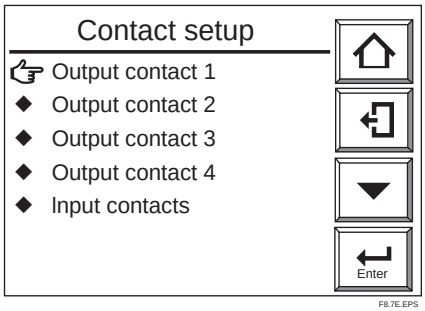

Figure 8.7 Contact Setup Display
(1) Press the Setup key in the basic panel display to display the Execution/Setup display.
(2) Select Setup in the Execution/Setup display. The “Commissioning” (Setup) display then appears.
(3) Select the Contact setup in the “Commissioning” (Setup) display. The Contact setup display shown in Figure 8.7 then appears.